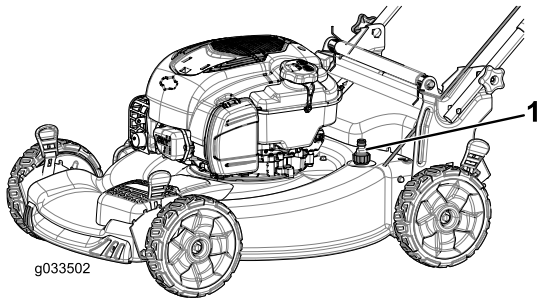

Figur 26
4. Anslut en trädgårdsslang, som är ansluten till en vattenkälla, till tvättanslutningen på klipparen (Figur 26).